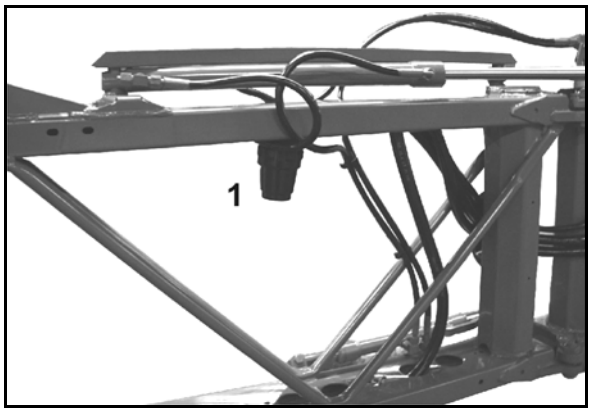

Rys. 177
- Filtry przewodów (Rys. 177/1) zależnie od warunków pracy, należy czyścić co każde 3 – 4 miesiące.